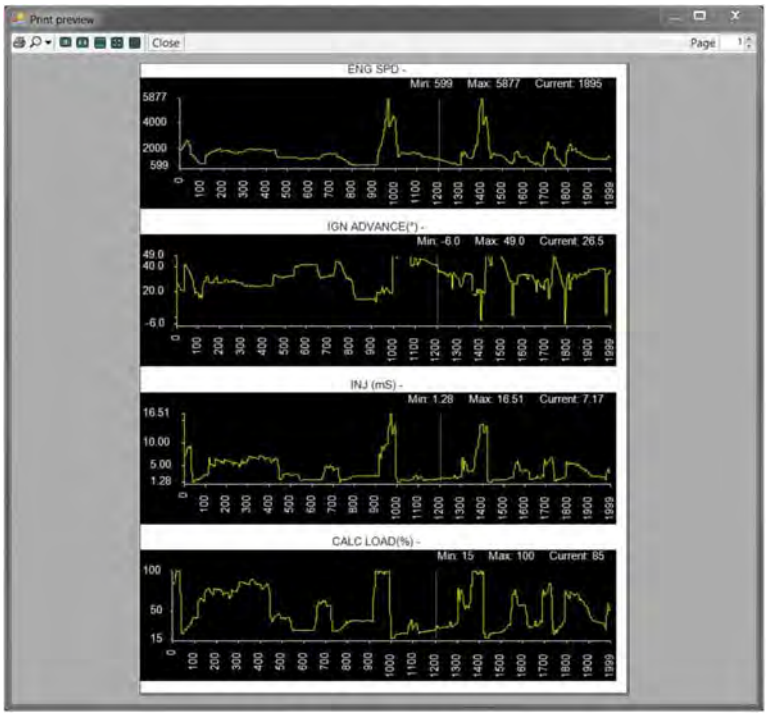

Figure 10-11 *Print preview window*
b. If Graph(s) Print Preview was selected, a preview window opens. Select the printer icon (Figure 10-11) to send the file to the printer.